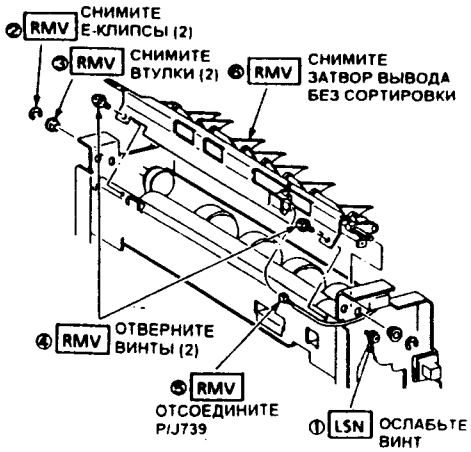

Рис. 4
13.(Рис. 4): Снимите узел затвора вывода без сортировки.